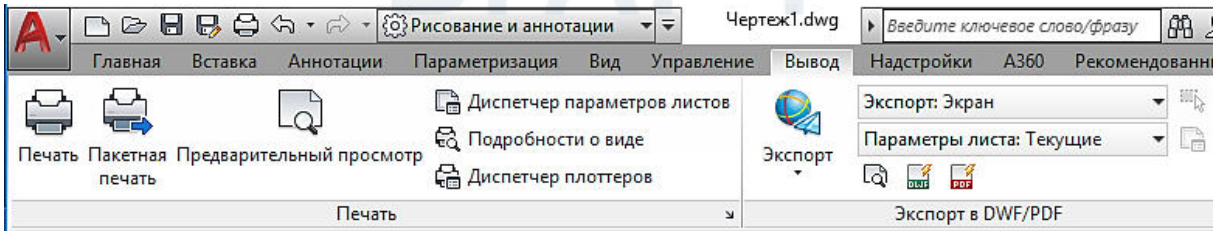

Рис. 22
– Вкладка **Вывод** – на этой вкладке расположены инструменты вывода на печать и экспорта (рис. 22).